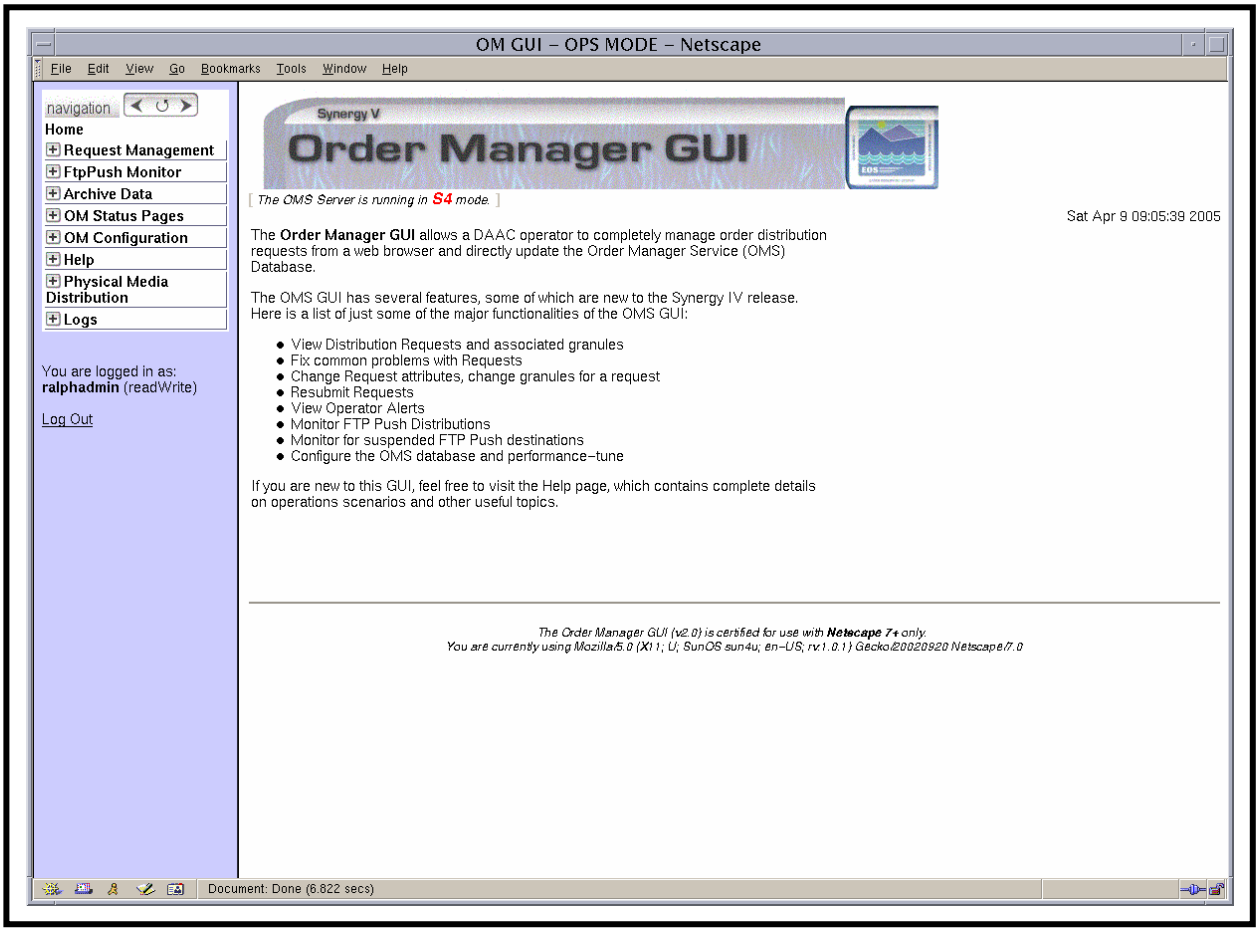

Figure 19. Order Manager Page [“Home” Page]
- The **Order Manager Page** [“**Home” Page**] (Figure 19) is displayed.